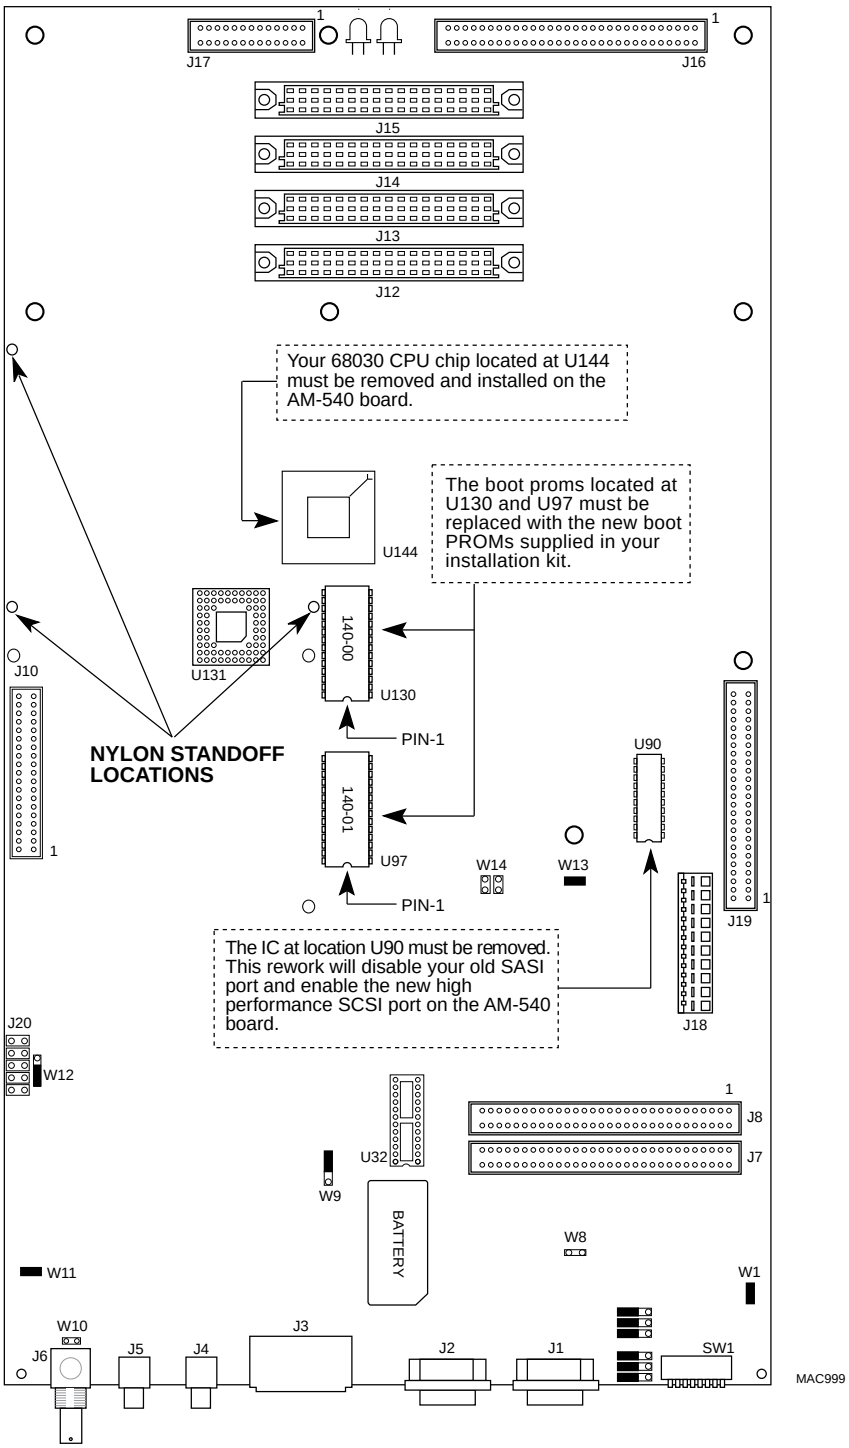
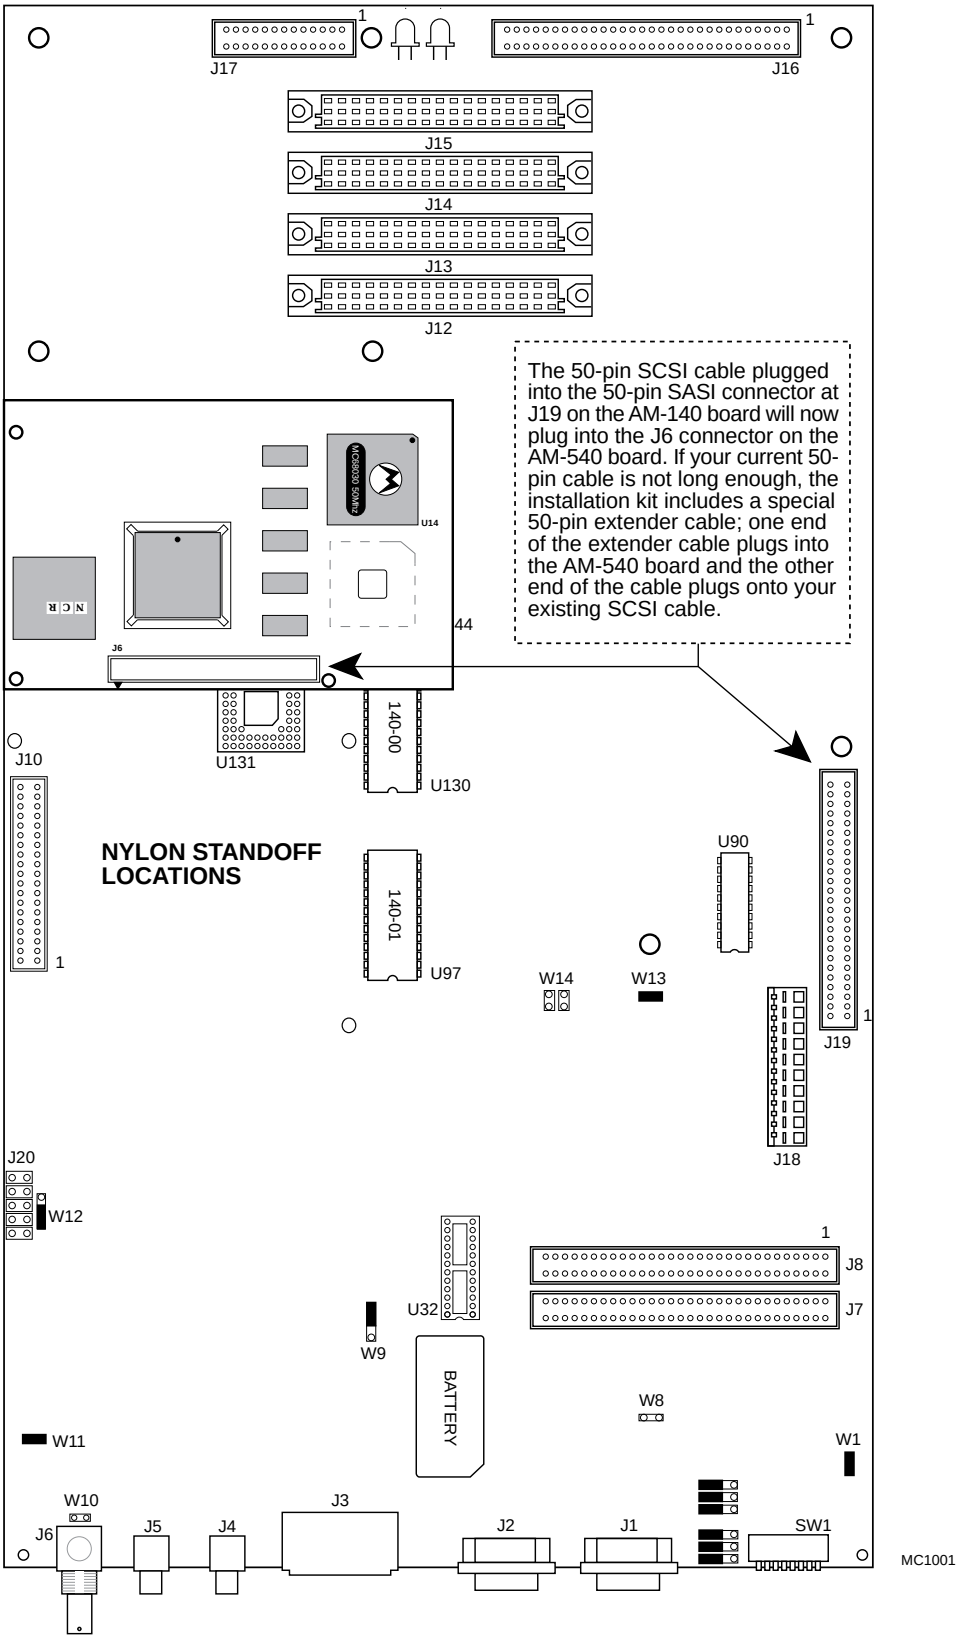
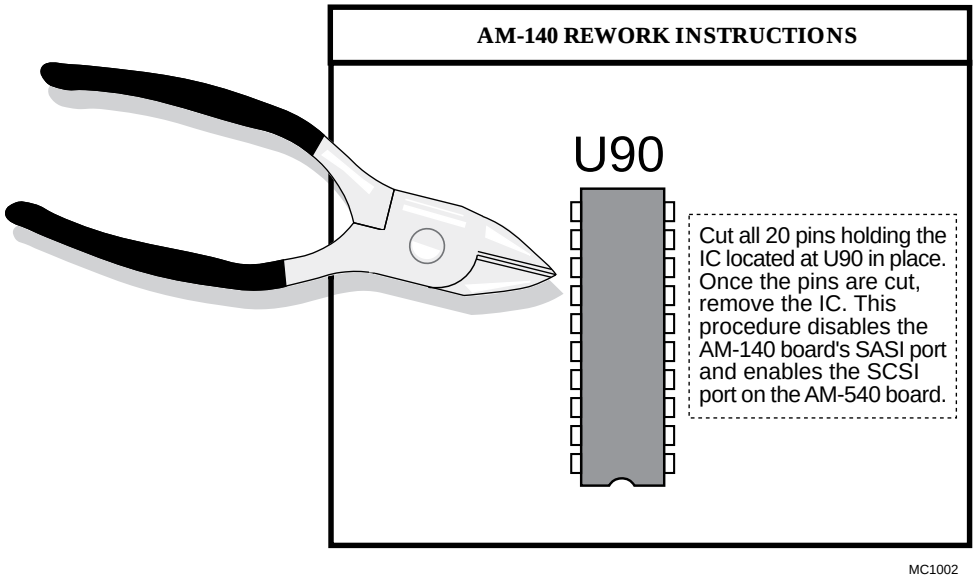

Figure 2. AM-140 Board
Figure 4 — AM-540 Positioned on AM-140 Board
Figure 5. Disabling the SASI Port
3. The AM-140 board's 68030 CPU chip (located at U144) must be removed from its socket. Figure 2 shows the location of the MC68030 CPU chip. To remove the chip, **gently** pry the chip loose using a small flat blade screw driver. Work around the chip lifting from corner to corner and side to side until the chip pops loose from the socket. Don't rush this operation; if too much force is used, you could break some of the pins or the ceramic case on the CPU chip.
4. The AM-140 boot proms (shown in Figure 2 at locations U130 and U97) must also be removed. Your installation kit includes new boot PROMs designed to support the AM-540 board. Like the CPU chip, the boot PROMs can be gently pried from their sockets using a small flat blade screw driver.
5. Once the old boot PROMs have been removed, install the new boot PROMs included in your installation kit. The PROM marked 140-00 installs at location U130; the PROM marked 140-01 installs at location U97. Make sure the PROMs are installed with the notch, which indicates pin-1, oriented as shown in Figure 2.
9. At this point, your AM-540 board should be ready to install. The AM-540 board sets on top of the AM-140 board, plugging into the CPU socket at location U144. Figure 4 shows the AM-540 board sitting in position on the AM-140 board. The AM-540 board has a cutout that makes it easy to align it with the CPU socket on the AM-140 board. Place the AM-540 board into position, using the cutout to align the pins with the socket. The three nylon standoffs (shown in Figure 2) used to secure the AM-540 board to the AM-140 can also be used as alignment indicators. With everything properly aligned, the three standoffs should be perfectly centered in their respective mounting holes in the AM-540 board; if they are not, the board is not properly positioned and damage may result if you attempt to press the AM-540 into the CPU socket on the AM-140 board. If everything is lined-up properly, you will feel the board settle into position on the socket. This is another operation where it is best to take your time and be sure the AM-540 is properly aligned with the CPU socket on the AM-140. When you're sure the AM-540 board is properly positioned, gently press the AM-540 board into the socket on the AM-140 board.
11. After the AM-540 board has been installed, you will need to disconnect your 50-pin SCSI interface cable currently plugged into connector J19 on the AM-140 board. The cable will now be plugged into connector J6 on the AM-540 board. If your 50-pin cable is not long enough to reach connector J6 on the AM-540 board, a special 50-pin extender cable is included in your installation kit. Installation of the extender cable is explained in Figure 4. Make sure all cable connections are made pin-1 to pin-1.
12. The last step in the hardware installation process is to disable the SASI port on the AM-140 board. This is done by removing the IC located at U90 on the AM-140 board. The location of the IC is shown in Figure 2. To remove the IC, cut all 20 pins holding the IC to the board as shown in Figure 5. Make sure the pins are cut through completely; you don't want to lift any of the solder pads when you remove the chip. Once the chip is removed, the SASI port on the AM-140 board is disabled.